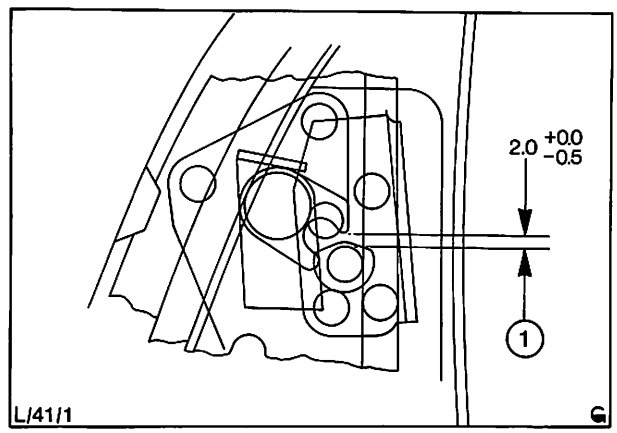

Abb. 34 Abstand zwischen Schließklaue und Schließdorn
4. Mit der Schließklaue in der ausgelösten Stellung Abstand zwischen Klaue und Schließdorn messen, Abb. 34. Dieser Abstand soll 2,0 mm betragen und wird am zweckmäßigsten mit einer aus Plastikkitt geformten Meßkugel kontrolliert, die auf den Schließdorn gesetzt und nach leichtem Schließen und Öffnen der Tür in der angedrückten Höhe gemessen wird.